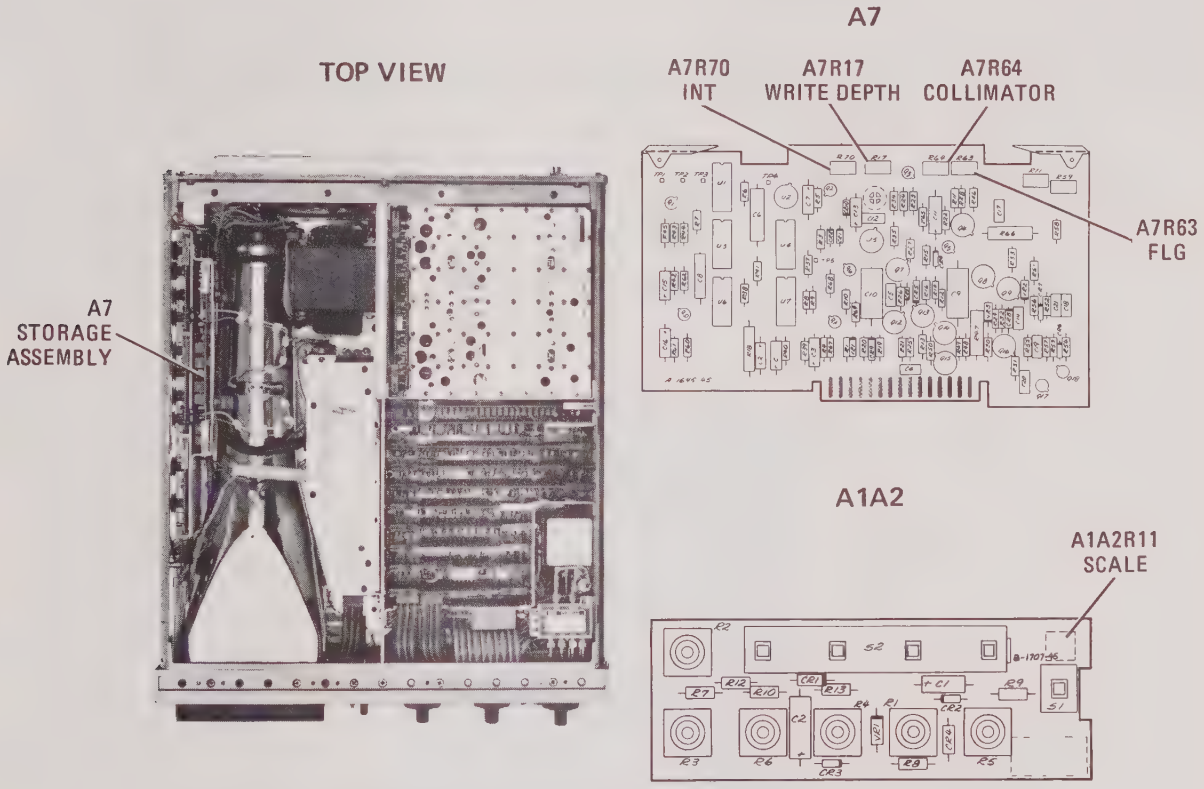
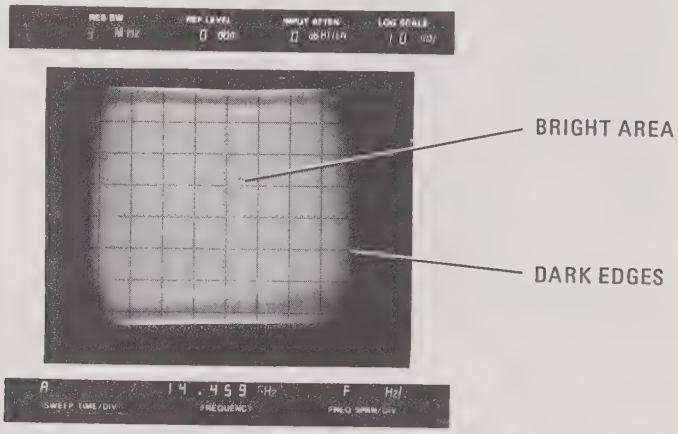

Figure 5-12. Storage Assembly Adjustment Locations
Figure 5-13. Overcollimated CRT Display
e. Set A7R64 COLLIMATOR adjustment (Figure 5-12) for an overcollimated CRT display as shown in Figure 5-13 (bright green center area with dark edges.)
f. Set A7R63 FLG (Flood Gun Grid) (Figure 5-12) fully counterclockwise.
h. Slowly adjust A7R64 COLLIMATOR (Figure 5-12) clockwise until bright green area just fills CRT screen. (Collimation dimples may protrude as far as 3 millimeters in from the outer edge of CRT).
k. Set A7R17 WRITE DEPTH (Figure 5-12) fully clockwise. Press and release front panel ERASE pushbutton; note that CRT screen remains bright green.
o. Set PERSIST control fully counterclockwise and adjust A7R70 INT (Figure 5-12) for a trace with minimum brightness.